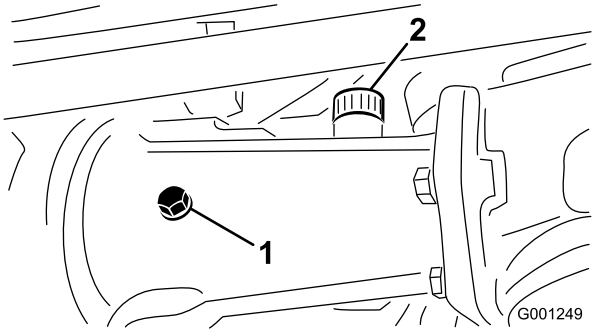
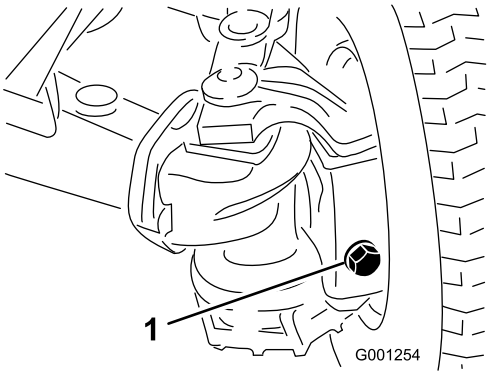

Figur 27
Figur 28
2. Fjern kontrolpropperne fra akslen, og sørg for, at smøreolien når op til bunden af hvert hul. Hvis oliestanden er lav, fjernes påfyldningspropperne, og der hældes tilstrækkelig olie på, til at den når op til bunden af kontrolprophullerne (Figur 27 og Figur 28).